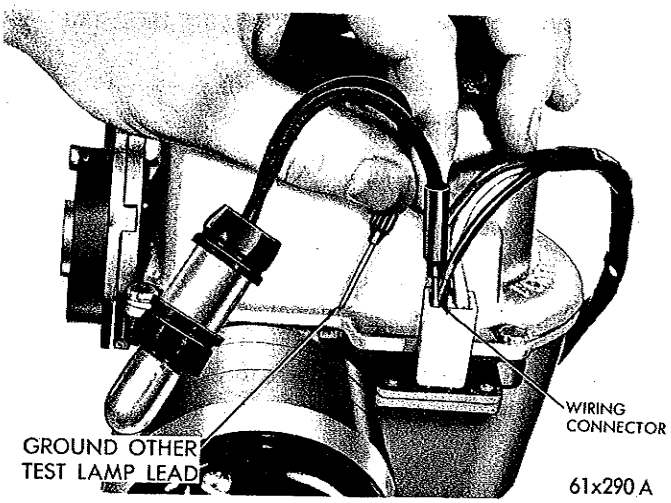

*Fig. 4—Testing Wiring Circuits*
(1) Turn ignition switch to "ON" or "Accessory" position. DO NOT START ENGINE.
(2) Pull auto pilot control button in center of instrument panel control. **Leave button out for all electrical tests.** If control button will not stay out, test for a blown fuse, feed wire disconnected or poor grounding of the control.
(3) **Terminal No. 1 (Red Wire)**—using a test light, ground one test light lead and touch other lead to terminal No. 1 (Fig. 4). The test light should light. If light fails to light, test for an "open" circuit in red wire between auto pilot and ignition circuit.
(4) **Terminal No. 2 (Blue Wire)**—Ground one lead of test light and touch other lead to No. 2 terminal (Fig. 4). If light fails to light, test for "open" connec-
(5) **Terminal No. 3 (Black Wire)**—insert one lead of test light in the No. 1 terminal and other lead of test light in the No. 3 terminal (Fig. 4). The test light should light. If light fails to light, test for an "open" circuit in black wire circuit between auto-pilot and instrument panel control. If light still fails to light, inspect instrument panel control for proper grounding. When control button is pushed in, light should go out if circuit is wired correctly.